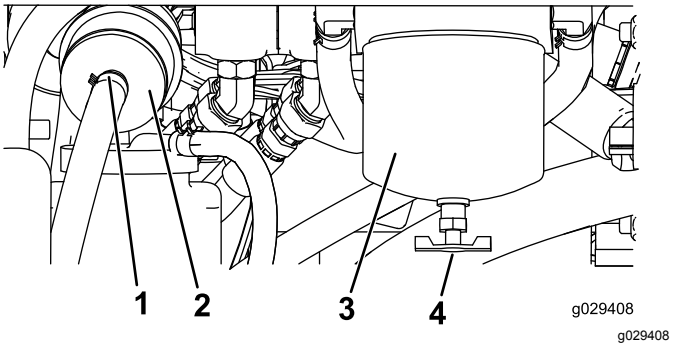

Rysunek 51
1. Zlokalizuj filtr paliwa w tylnej części silnika (Rysunek 51) i umieść pod nim czysty pojemnik.
1. Zlokalizuj filtry paliwa po prawej stronie silnika (Rysunek 51) i umieść pod nimi czysty pojemnik.
2. Wyczyść obszar wokół uchwytów wkładu filtra (Rysunek 51).
3. Wyjmij wkład filtra i oczyść jego powierzchnię montażową (Rysunek 51).
5. Przykręcaj ręcznie wkład filtra, aż uszczelka zetknie się z powierzchnią montażową, a następnie obróć o dodatkowe pół obrotu (Rysunek 51).
6. Zlokalizuj przelotowy filtr paliwa za wkładem filtra paliwa (Rysunek 51) i zwróć uwagę na kierunek przepływu wskazywany przez strzałkę z boku filtra przelotowego.
7. Rozłącz obejmy po obu końcach filtra przelotowego i zsuń z niego przewody (Rysunek 51). Wyrzuć filtr.
8. Naciągnij przewody na króćce nowego filtra (Rysunek 51), upewniając się, że strzałka na filtrze jest skierowana w tym samym kierunku co na starym filtrze.